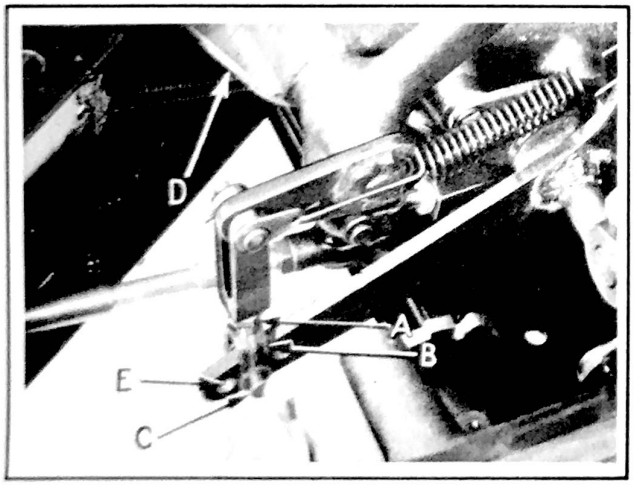

Figure 199 - Clutch Pedal Adjustment
CLUTCH PEDAL ADJUSTING is by removing clevis pin (C), Fig. 199, loosening nut (A) and turning yoke (B) so that the center of the pedal shank clamp bolt is 1-1/2" from the toe board when the clutch is fully engaged.